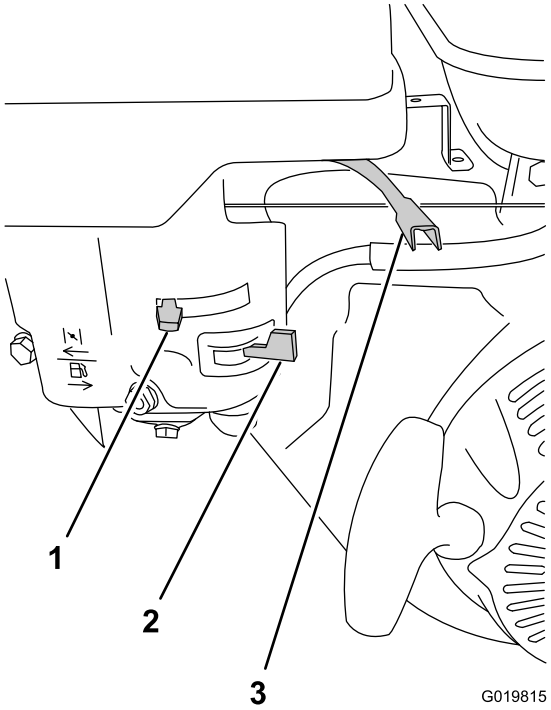

Figura 35
1. En el motor, mueva la palanca del acelerador 1/3 de la distancia entre la posición MIN y la posición MAX (Figura 35); consulte Palanca del acelerador (página 14).
2. Mueva la palanca de la válvula de combustible a la derecha, a la posición de totalmente Abierto (Figura 35); consulte (Válvula de combustible (página 14)).
- Para arrancar un motor frío, mueva la palanca del estárter a la izquierda, a la posición de totalmente Cerrado (Figura 35); consulte Palanca del estárter (página 14).
4. Gire el interruptor del motor a la posición de Encendido (Figura 35); consulte (Interruptor de encendido/apagado del motor (página 14)).
1. Asegúrese de que la palanca del estárter está en la posición de Desactivado (Figura 35); consulte Palanca del estárter (página 14).
2. Mueva la palanca del acelerador a la posición MIN (Figura 35); consulte Palanca del acelerador (página 14).